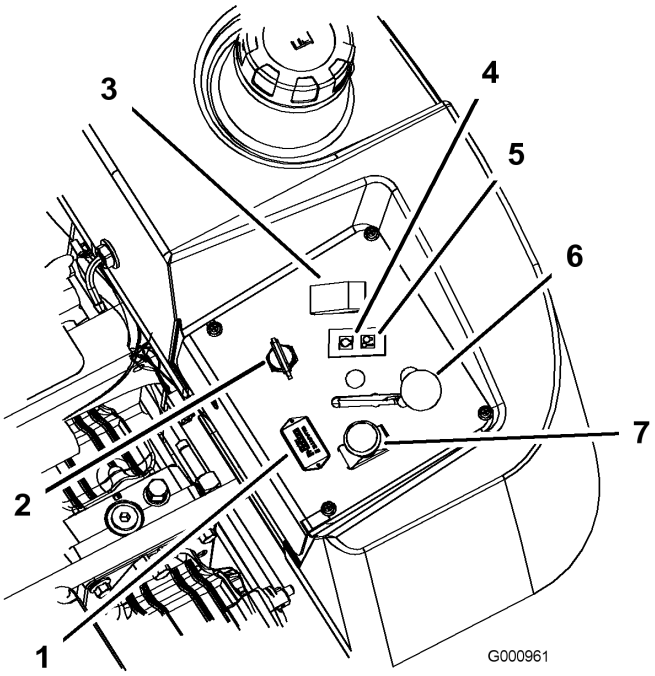

Figure 11
4. Placez la commande de prise de force (PDF) en position désengagée (Figure 11).